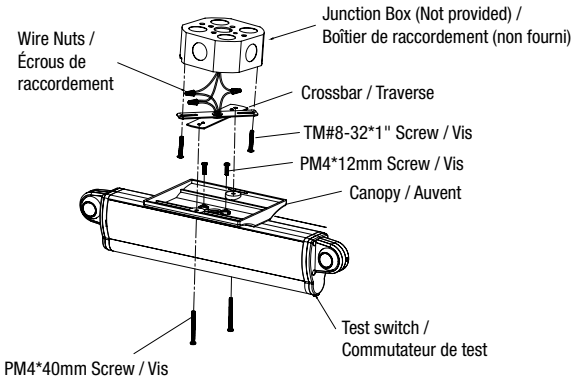

Fig. 2
1. Attach the crossbar to the junction box by screws(TM8#-32*-1") (See Fig.2).
4. Route the AC wires out of the housing(See Fig.2).
5. Assemble a canopy onto the main body assembly with (2 PCS) PM4*12mm screws(supplied)(See Fig.2).
8. Use (2) PM4-40mm screws (supplied) tighten a canopy to the crossbar(See Fig.2).
1. Fixez la traverse au boîtier de raccordement à l'aide de vis (TM8#-32*-1") (voir fig. 2).
4. Faites passer les câbles d'alimentation hors du boîtier (voir fig. 2).
8. Utilisez (2) vis PM4-40 mm (fournies) pour fixer le auvent à la traverse (voir fig. 2).